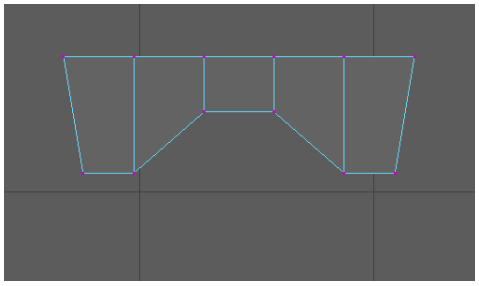

Figure 2-83 *The adjusted vertices of the base*
3. In the front-Z viewport, press and hold the right mouse button on *base*; a marking menu is displayed. Choose **Vertex** from the marking menu; the vertex selection mode is activated. Next, select the two bottom center vertices and then choose the **Move Tool** from the Tool Box. Now, adjust the vertices on *base* to get the result shown in Figure 2-83.